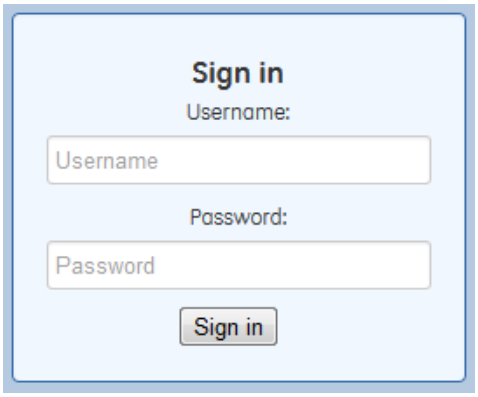

Figure 3-2. Login Screen
3. Enter the unit's IP address in a web browser window, just as you would enter a website address. When the login screen appears (Figure 3-2. Login Screen), enter the User Name and Password for the unit. The default entries for a new unit are both admin. Click OK.